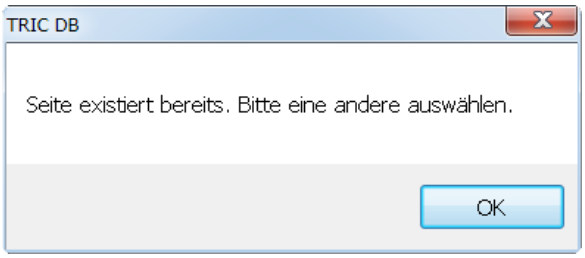

Bild 27.66 – Seiten können durch den Kopierbefehl nicht überschrieben werden
- Editieren Sie den Seitennamen, falls dieser bereits in der Zielbibliothek existiert, denn andernfalls ist das Kopieren nicht möglich. In diesem Fall erscheint eine Warnung (Abb. 27.66).